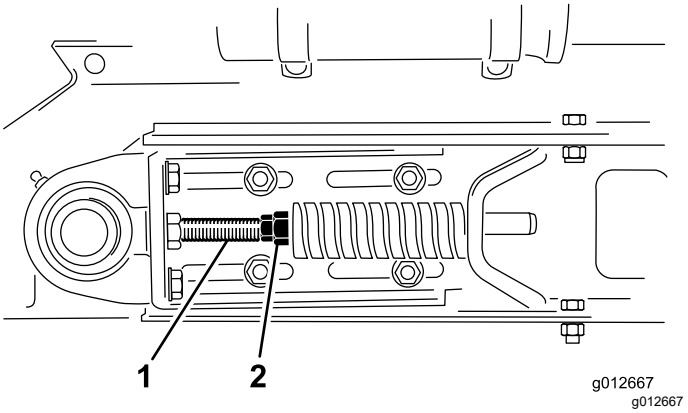

Figur 30
1. Løsn de forreste og bageste kontramøtrikker på spændstangen for at frigøre fjederspændingen (Figur 30).